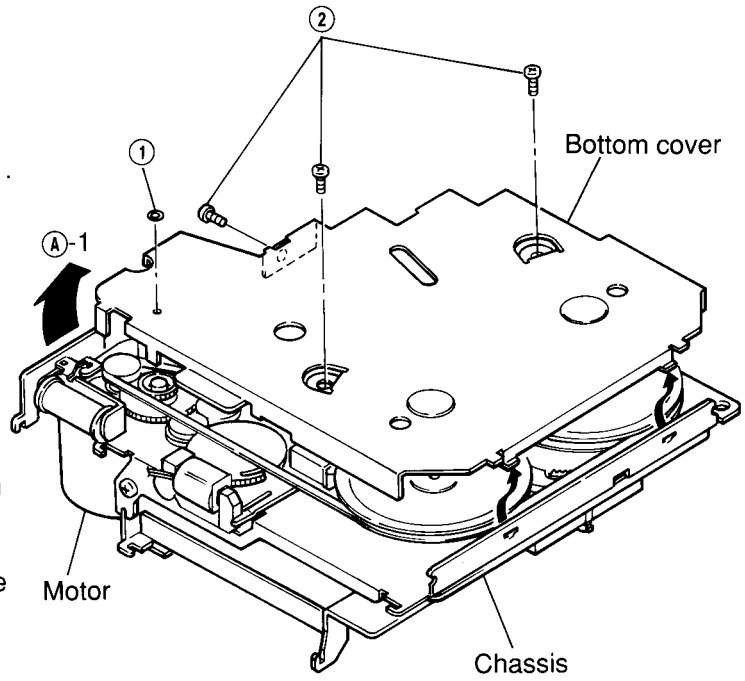

Figure 1
(1) Turn the mechanism around as shown in Figure 1.
(2) Remove M1 lock washer ① as shown in Figure 1.
(3) Remove three screws ② as shown in Figure 1.
(4) Lift the bottom cover slowly from the position Ⓐ-1, pull the hooks out of the holes in the chassis, and remove the bottom cover as shown in Figure 1.